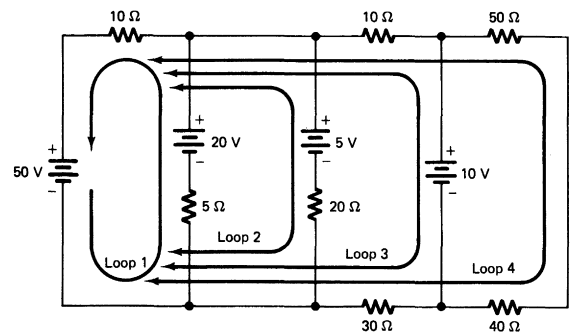

FIGURE 3-7C Four-loop circuit.
3. Set up the equation for each current loop of the circuit in Fig. 3-7C.